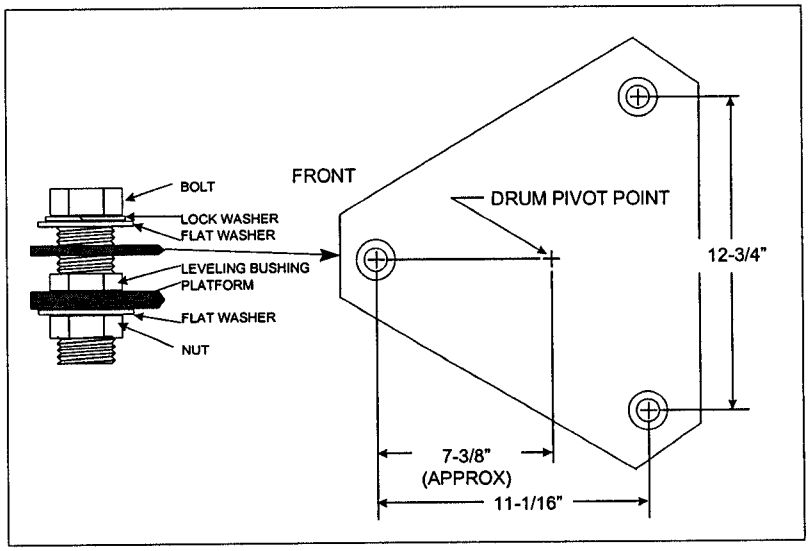

Figure 4-1
b. Secure the lantern to the platform using 3/8" bolts as shown in Figure 4-1.